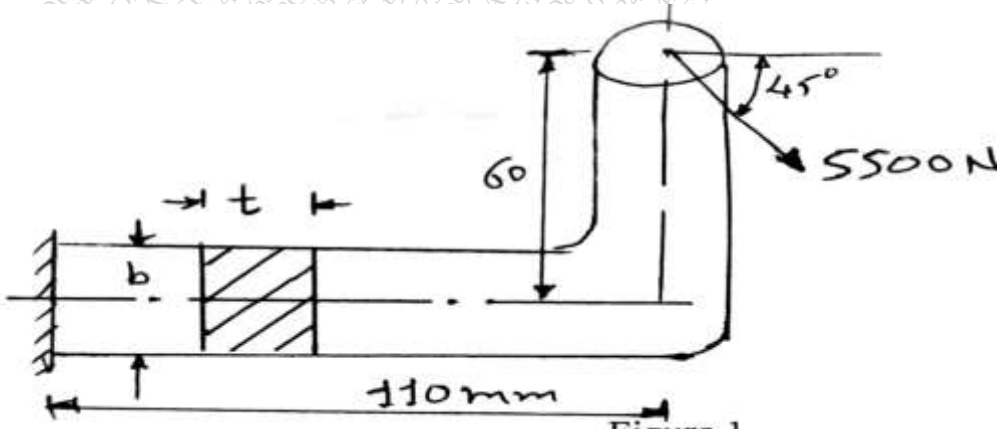

Figure 1.
b) A mild steel bracket as shown I figure 1 is subjected to pull of 5500 N acting at 45^0 to horizontal axis. The bracket has rectangular section whose depth is twice the thickness. Find the cross-sectional dimensions of bracket if the permissible stress in material of bracket is limited to 50 MPa. 08